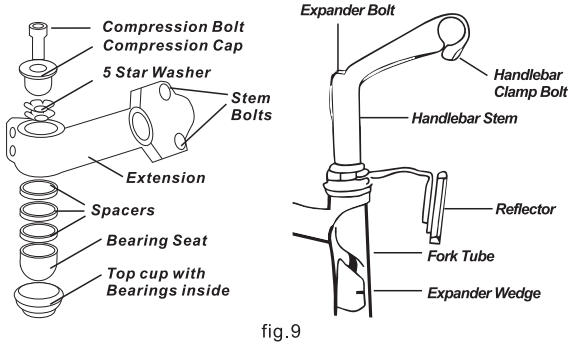

fig.9
Step 3: Handlebar & Handlebar Stem Assembly (refer to fig.9 and 10)
Since your cycle may be fitted with an adjustable, a standard stem or an A-head stem (refer to fig.9), you must always check that all the bolts are tight before cycling. Based on the situation of standard handlebar stem, please follow the instruction below: